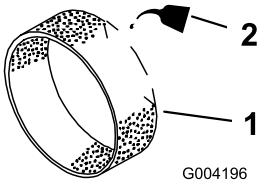

**Figur 16**
3. Giv forfilteret (Figur 16) 29,6-59,1 ml olie.